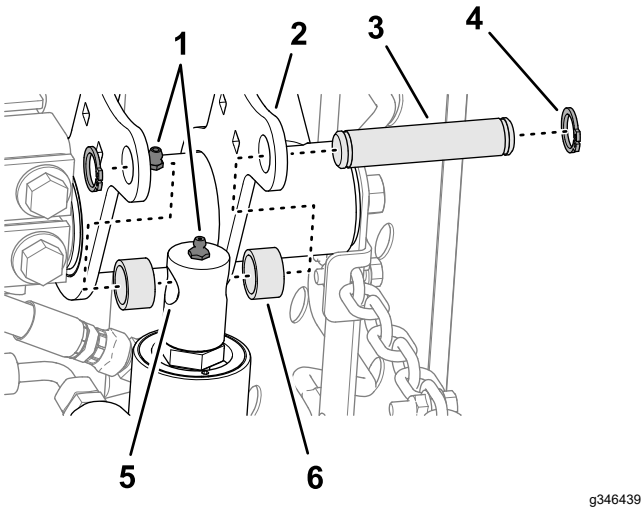

**Figur 15**
4. För långsamt lyftcylinderns stång tills den är i linje med hålen i den högra lyftarmens flänsar (Figur 15).
5. Montera stången på flänsarna med monteringsstiftet, två distansbrickor och två låsringar (Figur 15).
6. Applicera litiumfett nr 2 på lyftarmens och hydraulcylinderns smörjnipplar (Figur 15).
1. Rikta in hålen på den bakre bärramens plattor med hålen i klippenhetens fästplattor (Figur 15).